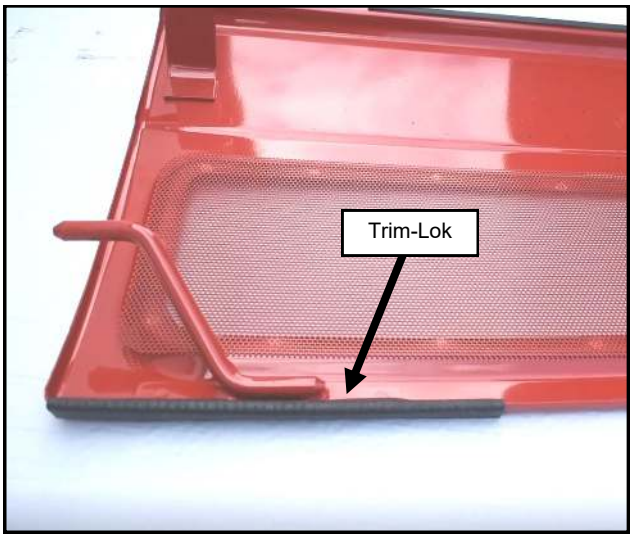

Fig. 21.4 (Left Engine Cover Trim-Lok)
21.4 Apply the provided 6" length of Trim-Lok to the left engine cover. See Figure 21.4.